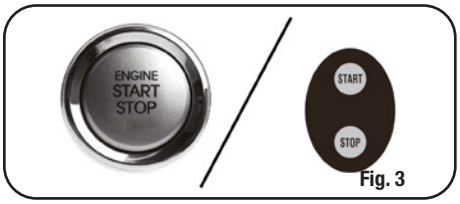

Fig. 3
3. Pressione e mantenha pressionado o botão HOME durante 5 segundos/Pressione e mantenha pressionado o botão REMOTE START durante 3 segundos. (Fig. 3).